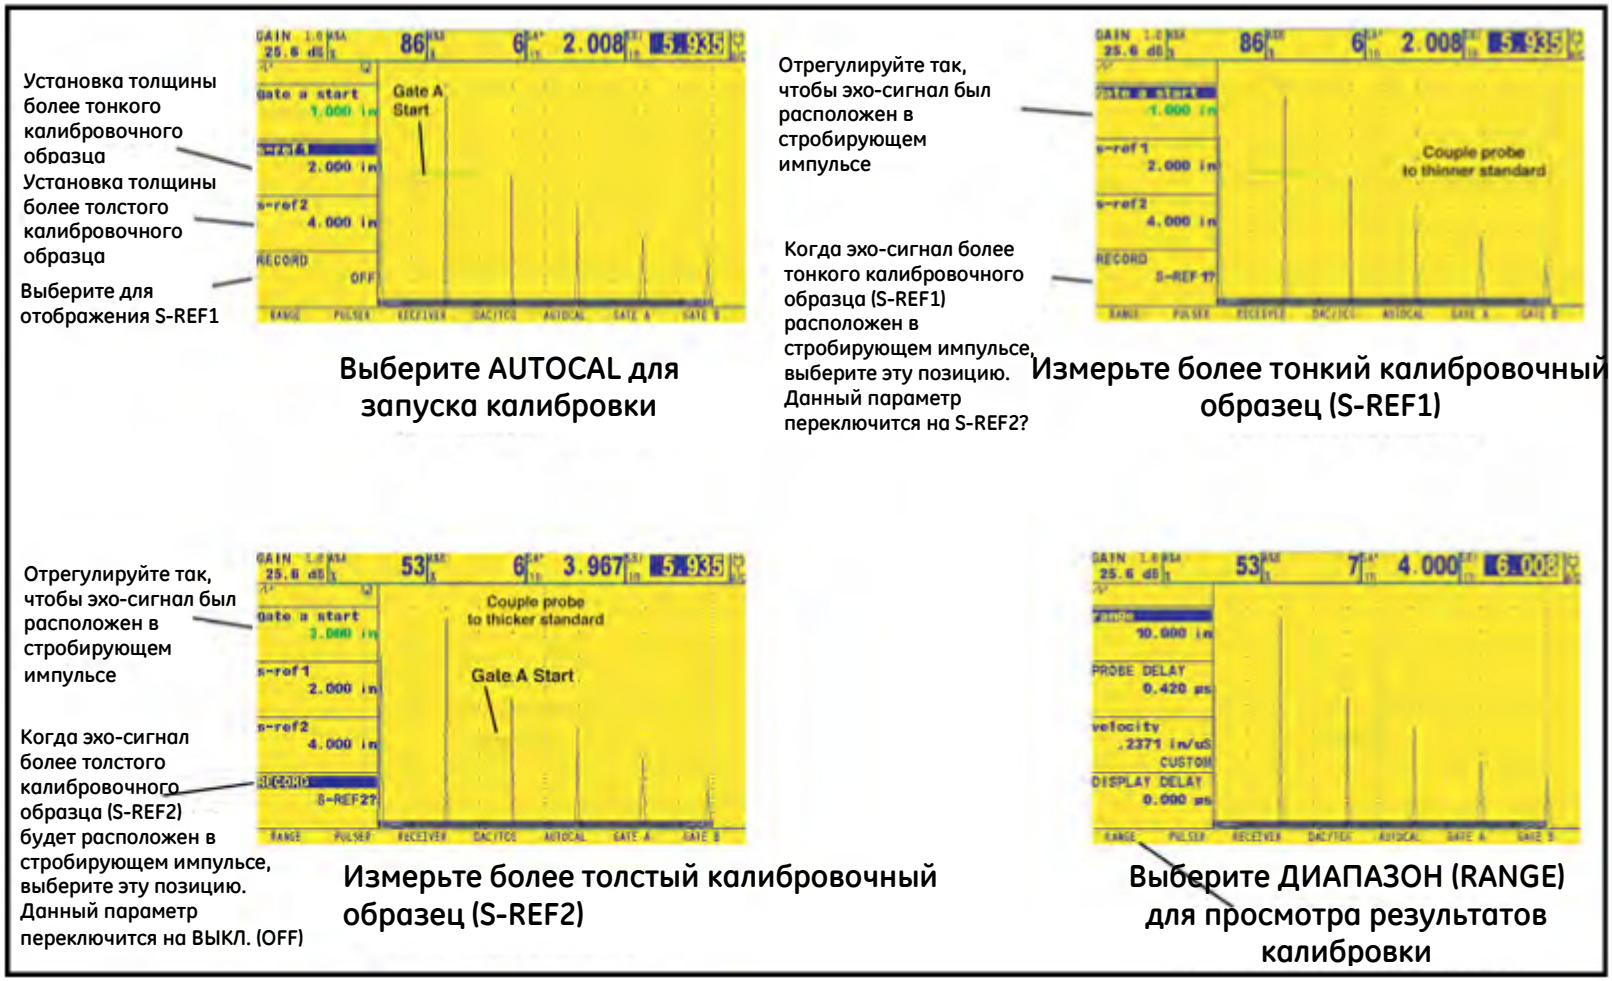

Рисунок 14. Процедуры автокалибровки
Примечание. *При выполнении указаний, приведенных в данном разделе, см.* рис. 14, стр. 56.
4. Нанесите контактную пасту и присоедините датчик к ***более тонкому*** калибровочному образцу. Функция A START должна быть выделена, нажмите тумблер функций или переместите джойстик () для смещения начальной точки стробирующего импульса A так, чтобы стробирующий импульс A находился поверх эхо-сигнала, соответствующего толщине более тонкого калибровочного образца (см. *рис. 14, стр. 56*). Грубые настройки выполняются с помощью тумблера функций, а точные – с помощью джойстика.
) для выбора функции, называющейся A START (начальная точка стробирующего импульса A). Нажмите тумблер функций или переместите джойстик () для смещения начальной точки стробирующего импульса A так, чтобы стробирующий импульс A находился поверх эхо-сигнала, соответствующего толщине более толстого калибровочного образца (см. *рис. 14, стр. 56*). Грубые настройки выполняются с помощью тумблера функций, а точные – с помощью джойстика.